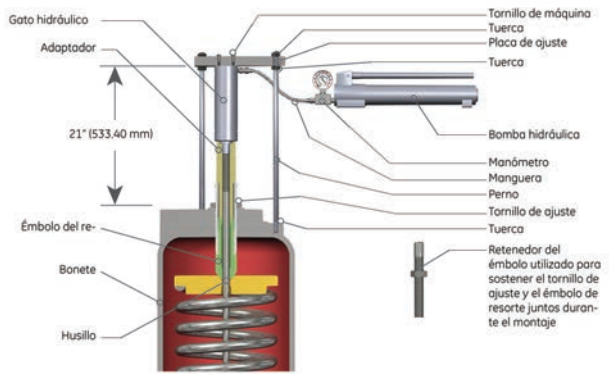

Figura 15: Dispositivo de ajuste para orificio V y W
- Con un micrómetro de profundidad o una pinza de cuadrante, mida la distancia desde la parte superior del husillo (15) hasta la parte superior del tornillo de ajuste (19). Esto permite que el tornillo de ajuste se reajuste cerca de la compresión del resorte adecuada sin pruebas excesivas.
- Afloje la tuerca de seguridad del tornillo de ajuste (20).
- Retire el tornillo de ajuste del bonete (11). Utilice alicates para evitar que el husillo gire al retirar el tornillo de ajuste.
- Conecte el dispositivo de ajuste (consulte la Figura 15).